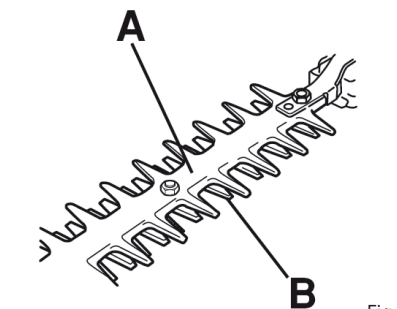

Fig. 3
- The blade guard (Fig. 3, point A) is intended to protect any part of the body from coming into contact with the trimmer blades (Fig. 3, point B).